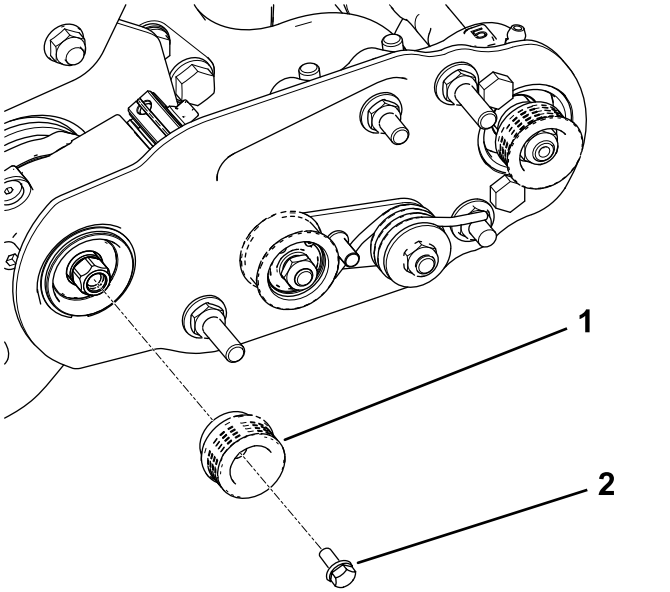

Figura 15
2. Instale a polia da transmissão no veio do rastelo (Figura 15).
3. Aplique adesivo de roscas azul no parafuso de cabeça flangeada e utilize o parafuso para prender a polia no eixo da transmissão; consulte Figura 15.